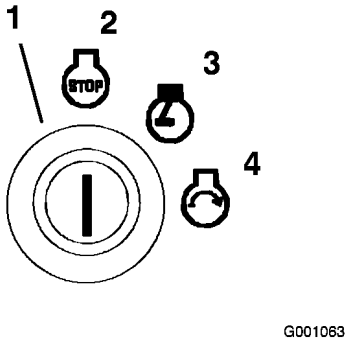

Figur 13
6. Vri tenningsnøkkelen med klokken til stillingen Kjør (Figur 13).
9. Vri tenningsnøkkelen til stillingen Start. Glødepluggindikatoren tennes igjen. Slipp nøkkelen straks motoren starter (Figur 13).
4. Vri tenningsnøkkelen med klokken til stillingen Kjør (Figur 13).
4. Vri tenningsnøkkelen til stillingen Av (Figur 13). Vent til alle bevegelige deler stanser før du forlater førerstillingen.